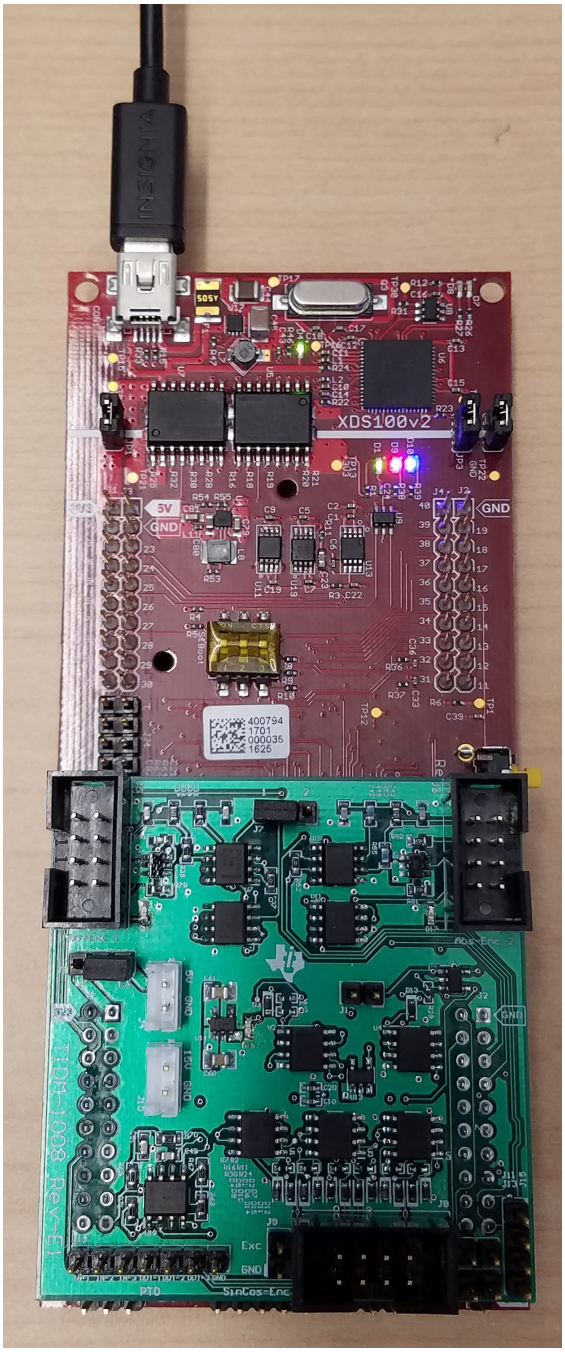

**Figure 9. TIDM-1008 Board Connected to Site Two of LaunchPad™**
2. Connect TIDM-1008 to the LaunchPad using the BoosterPack connector (J1-J3 and J4-J2). Make sure TIDM-1008 is connected to site two of the LaunchPad as shown in Figure 9.